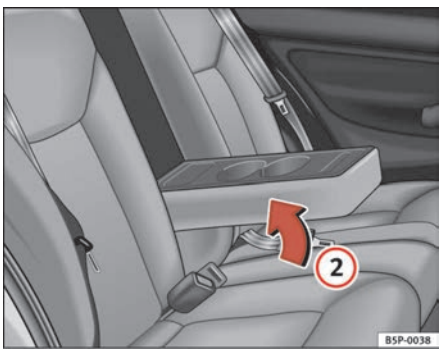

Fig. 111 Rear armrest/drink holder
– To close, lift the Drink holder* / armrest* in the direction of the arrow ⇒ page 140, fig. 111 (2).